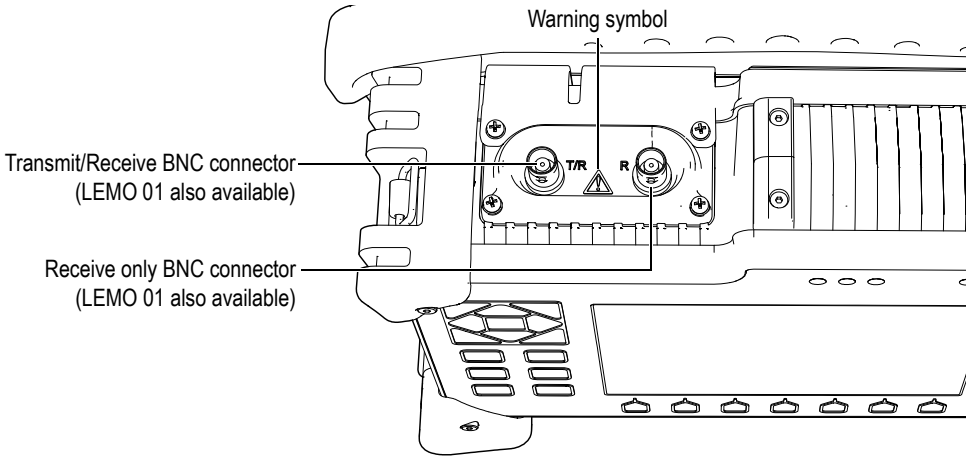

Figure 1-7 Location of the conventional transducer connectors
The conventional transducer connectors are located at the top of the instrument on the left. The two connectors are easily accessible from the front of the instrument (see Figure 1-7 on page 31).
Do not touch the inner conductor of the BNC (or LEMO) connectors to avoid risks of an electrical shock. Up to 475 V can be present on the inner conductor. The warning symbol between the Transmit/Receive (T/R) and the Receive (R) BNC connectors shown in Figure 1-7 on page 31 indicates this electrical shock risk.